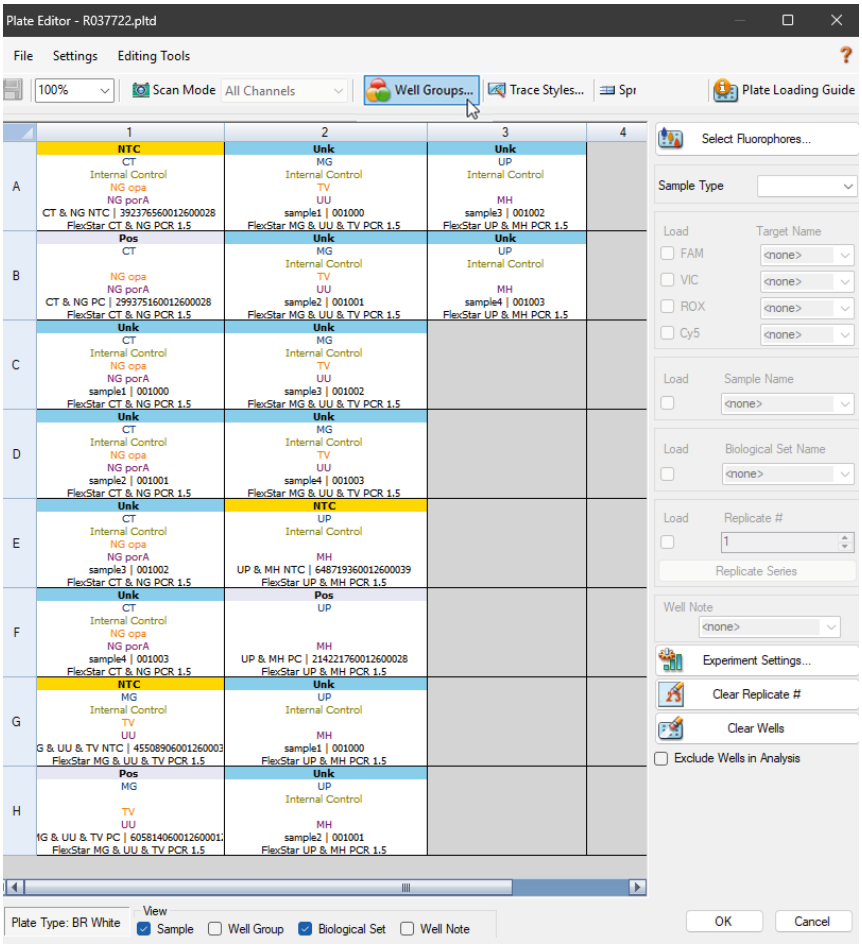

Figura 2: Ejemplo de cuadro de diálogo Plate Editor (editor de placa)
1. En la ventana Data Analysis (análisis de datos), haga clic en el botón **Plate Setup** (configuración de la placa) en la barra de herramientas y seleccione **View/Edit Plate** (ver/editar placa). Se muestra el cuadro de diálogo Plate Editor (editor de placa) (consulte la figura 2).